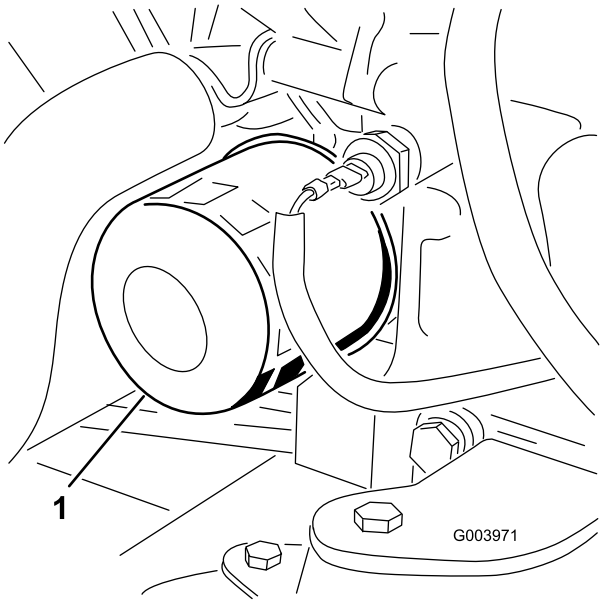

Figur 56
3. Fjern oliefilteret (Figur 56).